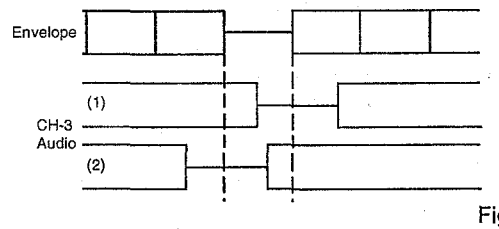

Fig. 2-3
1. Confirm and adjust the height of the Reel Disk. **(Refer to item 1-1)**
2. Confirm and adjust the position of the Tension Post. **(Refer to item 1-2)**
3. Adjust the Guide Roller. **(Refer to item 2-1)**
4. Confirm and adjust the Audio/Control Head. **(Refer to item 2-2)**
8. Set the X Value adjustment driver **(JG153)** to the ④ of **Fig. 2-2-B.** Adjust X value so that the envelope waveform output becomes maximum. Check if the relation between Audio and Envelope waveform becomes (1) or (2) of **Fig. 2-3.**